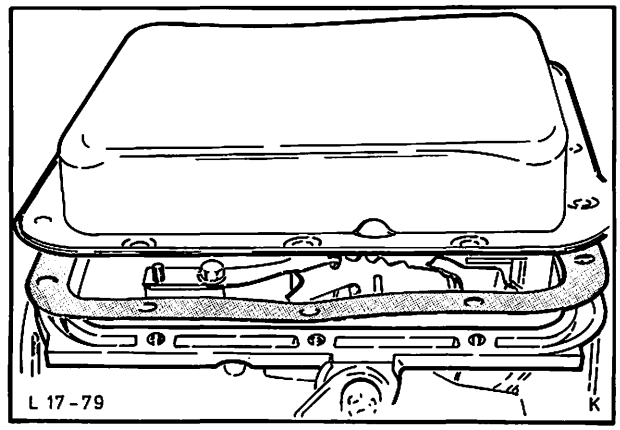

Abb. 112 Ölwanne mit neuer Dichtung montieren
3. Falls erforderlich, Ölwanne mit neuer Dichtung anbauen und Schrauben in 2 Stufen mit vorgeschriebenem Drehmoment festziehen. Abb. 112.